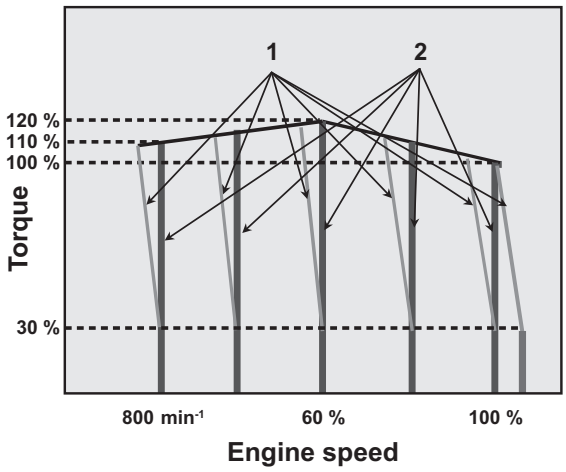

Figure 19
The VM series engines for general use are designed so that the engine speed is reduced by a certain percentage from 30 % load to full rated load. See curves (1) in **Figure 19** below. The same percentage droop is maintained at any no-load speed.
The CL series consists of isochronous design engines, the speed of which is kept constant from no load to full rated load. See curves (2) in **Figure 19** below.